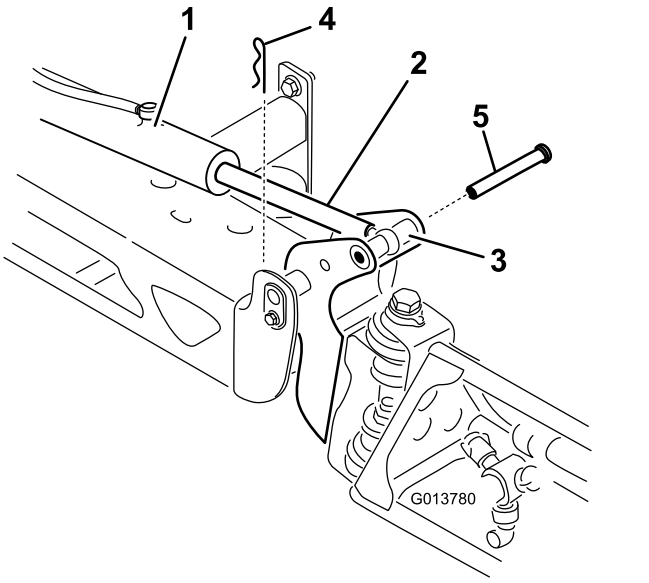

図 118
2. ピボットピンからコッターピンを抜き取る図 118。
3. ブームを持ち上げて、ピンを外し図 118、ブームをゆっくりと床面に降ろす。
9. ブームを支えながら、ブームのピボットとロッド端部の両方にピンを通す図 118。